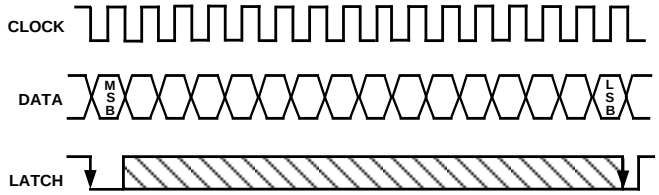
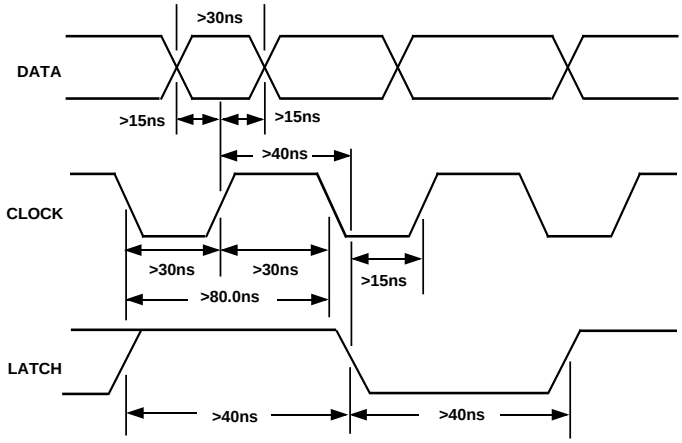

*Figure 5. Signal Requirements for AD1851*
*Figure 6. Timing Relationships of AD1851 Input Signals*
Data is transmitted to the AD1851 in a bit stream composed of 16-bit words with a serial, MSB first format. Three signals must be present to achieve proper operation. They are the Data, Clock and Latch Enable (LE) signals. Input data bits are clocked into the input register on the rising edge of the Clock signal. The LSB is clocked in on the 16th clock pulse. When all data bits are loaded, a low-going Latch Enable pulse updates the DAC input. Figure 5 illustrates the general signal requirements for data transfer to the AD1851.
Figure 6 illustrates the specific timing requirements that must be met in order for the data transfer to be accomplished properly. The input pins of the AD1851 are both TTL and 5 V CMOS compatible. The input requirements illustrated in Figures 5 and 6 are compatible with data outputs provided by popular DSP filter chips used in digital audio playback systems. The AD1851 input clock can run at a 12.5 MHz rate. This clock rate will allow data transfer rates for 2×, 4× or 8× or 16× oversampling reconstructions.